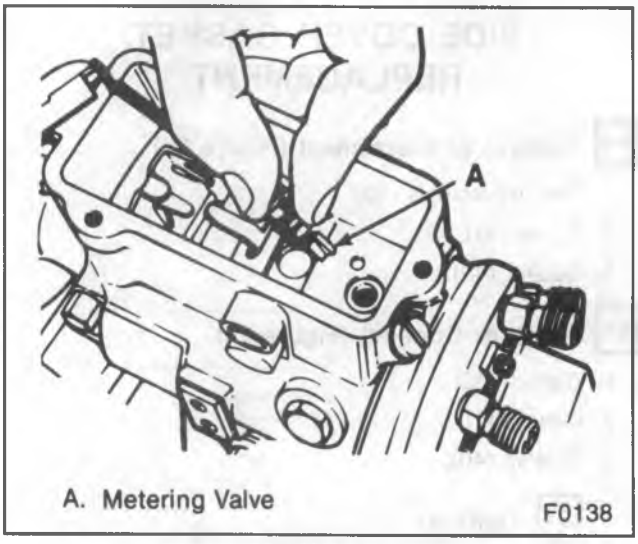

Figure 31—Metering Valve
3. Metering valve (figure 31).
10. Metering valve (figure 31).